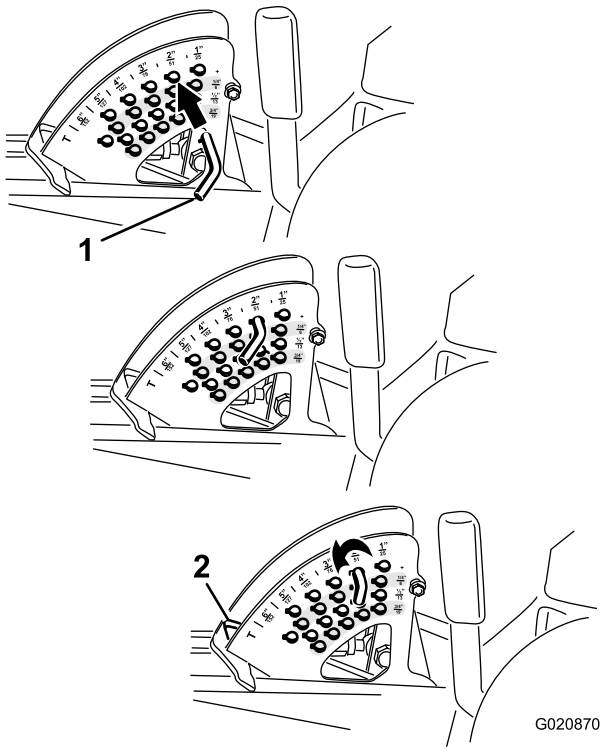

Figuur 27
2. Draai de aanslagpen totdat de rolpen daarin is uitgelijnd met de gleuven in de openingen in de maaihoogtebeugel, en verwijder de pen (Figuur 27).
3. Kies de opening in de maaihoogtebeugel die correspondeert met de gewenste maaihoogtestand, en steek de pen daarin (Figuur 27).
Opmerking: Er zijn 4 rijen met openingen (Figuur 27). In de bovenste rij vindt u de maaihoogte die staat aangegeven boven de pen. De tweede rij is voor de aangegeven maaihoogte plus 6 mm. De derde rij is voor de aangegeven maaihoogte plus 12 mm. De onderste rij is voor de aangegeven maaihoogte plus 18 mm. Voor de stand van 15,8 cm is er slechts 1 opening, die zich in de tweede rij bevindt. Hiermee wordt de stand van 15,8 cm niet verhoogd met 6 mm.